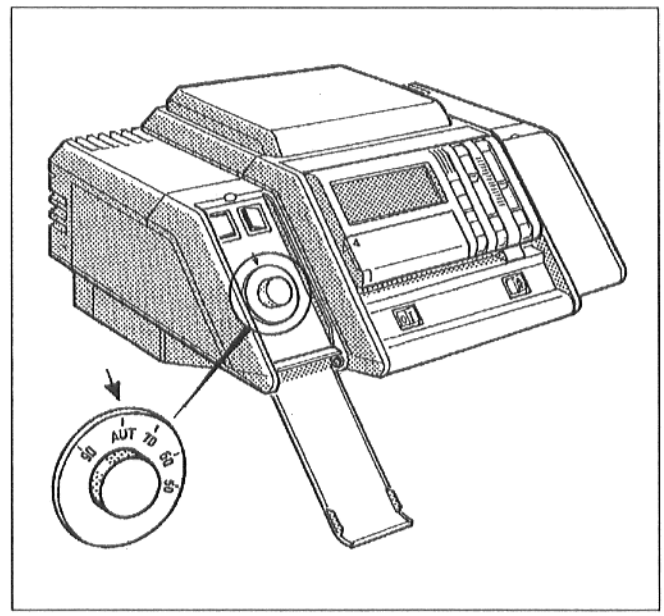

Fig. 2: Regulador de temperatura del agua de la caldera
- Abrir la tapa izquierda del aparato regulador (Fig. 2).
- Poner en "AUT" el regulador de temperatura del agua de la caldera (Fig. 2).